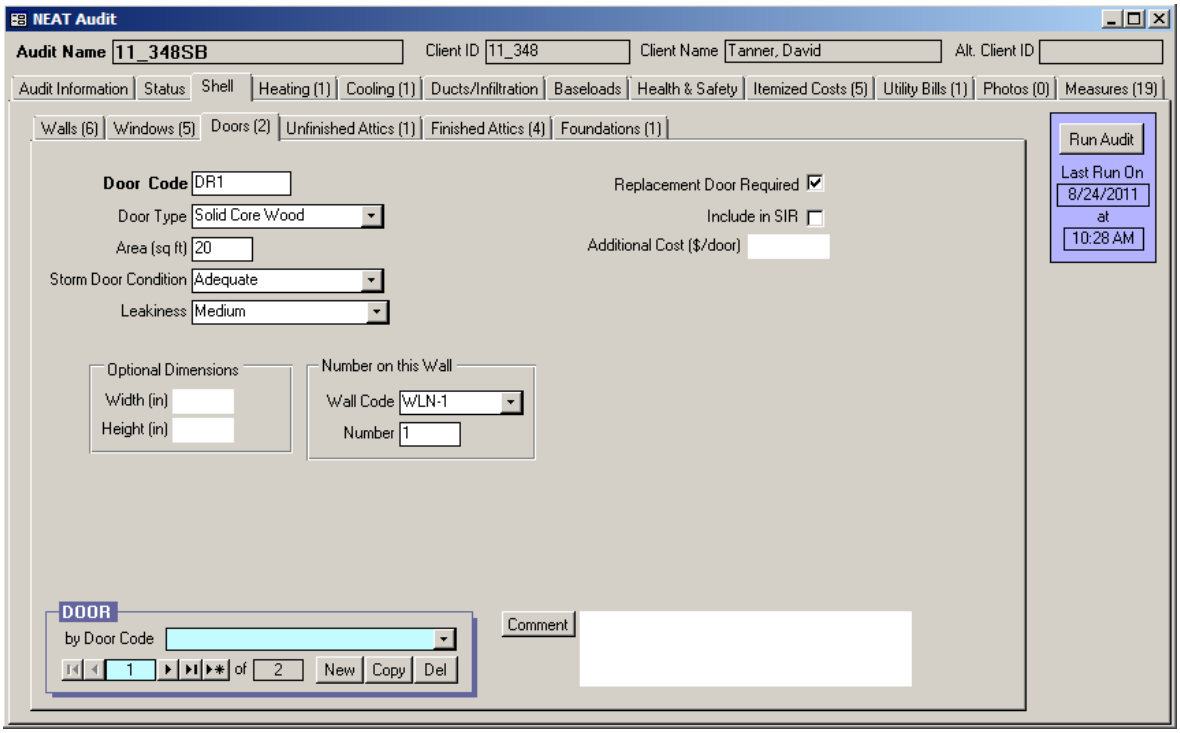

Figure 9.4. The Doors form under the Main Menu's "NEAT" button.
The Doors form (see Figure 9.4) under the Main Menu's "NEAT" button is used to enter information on all the doors installed in the house. A total of 10 door descriptions (i.e., Door Codes) may be entered. Multiple doors installed on the same wall segment and with the same characteristics may be entered as a single
- **Number** – Enter the number of doors that can be described by the entries on this form. If the number of doors is greater than one, then this indicates that more than one door lies on the indicated wall because one of the data entry items making up the door description is the Wall Code. Be aware that the number in parentheses on the Doors tab (see Figure 9.4) is the number of door descriptions, not necessarily the total number of doors. *Required.*